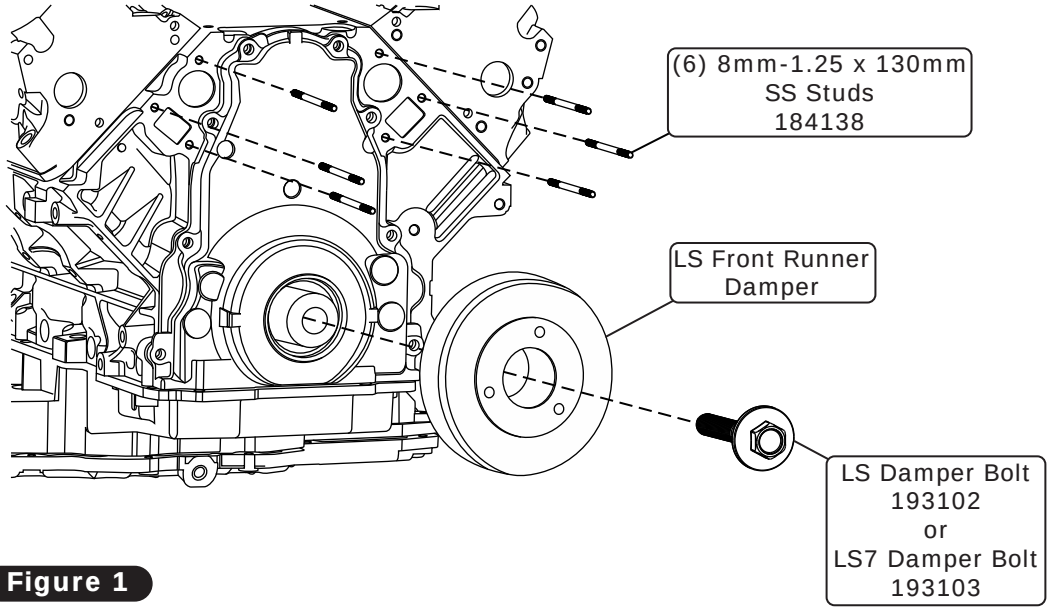

**Figure 1**
1. Install the new damper and bolt as shown in Figure 1, Page 6. **NOTE: Refer to the instructions included with the damper.**
2. Using a clean mating surface, install the (6) 8mm-1.25 x 130mm SS studs as shown in Figure 1, Page 7.